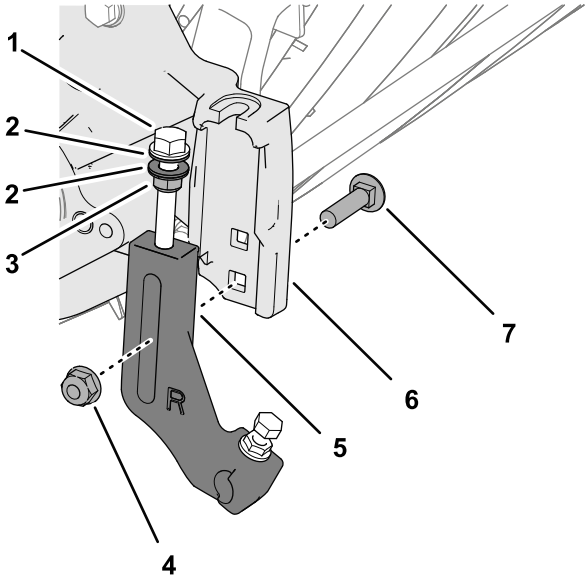

Figura 7
1. Utilizando o furo quadrado inferior no suporte de altura de corte da placa lateral, monte sem apertar um suporte de altura de corte elevada na placa lateral (Figura 7) com uma porca de bloqueio (3/8 pol.) e o parafuso de carroçaria que guardou no passo 3 em Retirar os suportes da altura de corte (página 2).